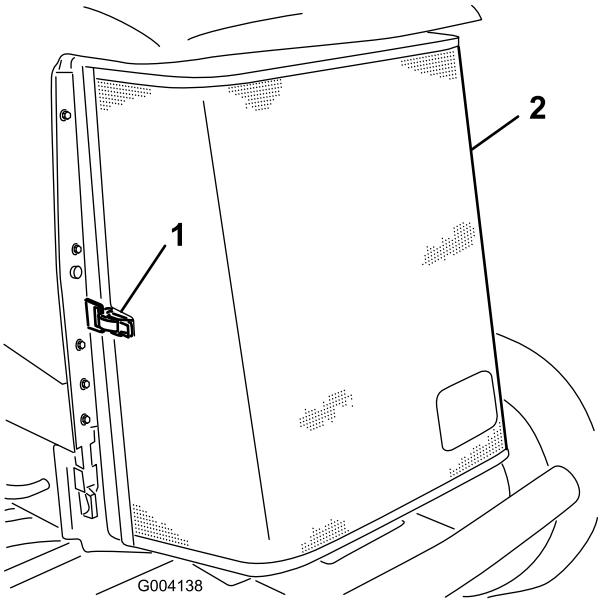

Figur 50
3. Lossa klämman och vrid upp det bakre gallret (Figur 50).